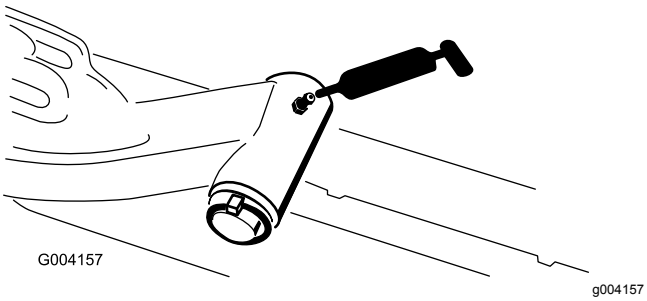

Figur 44
- Løftearmsdreietappaksel (1 hver) (Figur 44)